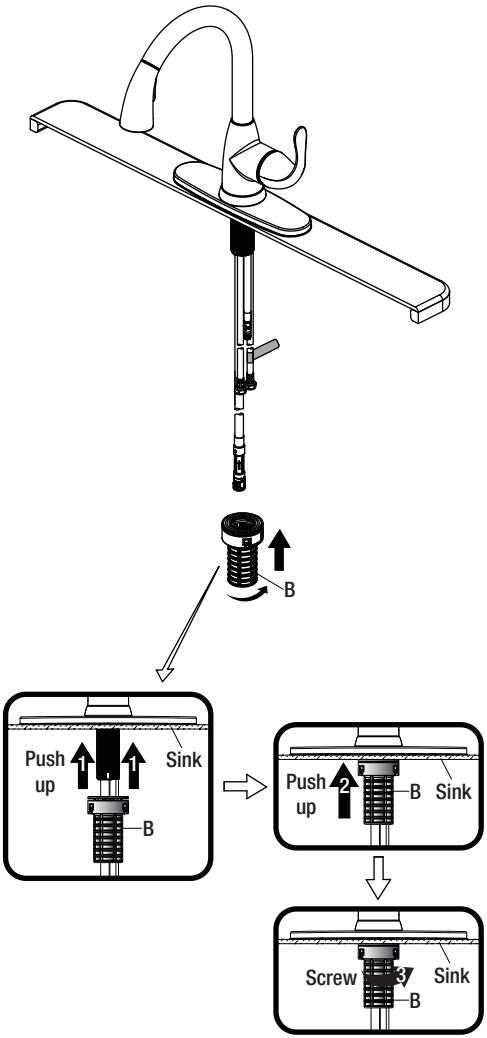

Fig 1
- ☐ From underneath the sink, secure the faucet assembly to the sink with the FastMount™ system (B). Push the FastMount™ system (B) up over the threads until it stops against the bottom of the sink, then hand turn (clockwise) to tighten (Fig 1).